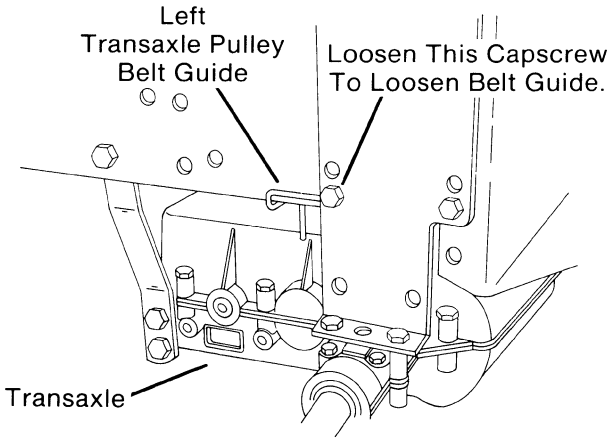

FIG. 4
B. Loosen (do not remove) each capscrew securing right and left transaxle pulley belt guides to main frame. Swing belt guides out of the way. (Fig. 4)